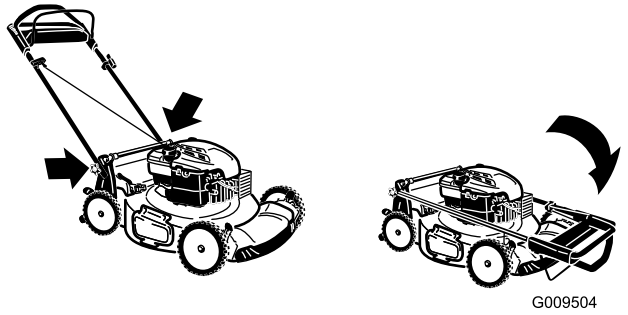

Bild 33
2. Klappen Sie den oberen Griff nach vorne, siehe Bild 33.